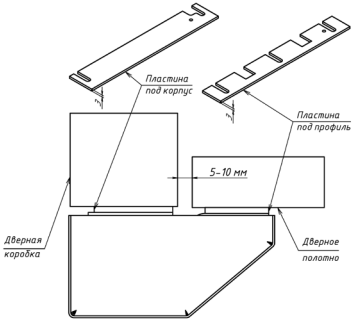

Рисунок 2 – Установка выравнивающих пластин под корпус и якорь
- пластина под профиль (рисунок 2) ..... -1 шт.
- пластина под корпус (рисунок 2) ..... -1 шт.
- саморез 5,5х32 (1) ..... -5 шт.
- винт М6х16 (2) ..... -1 шт.
- винт М3х4 (3) ..... -4 шт.
- гайка М4 (4) ..... -4 шт.
- шайба 4 65Г (5) ..... -4 шт.
- шайба 4 (6) ..... -4 шт.
- шайба 6 (7) ..... -3 шт.
5.4 Закрепить корпус замка на коробке двери саморезами (1). Закрепить Z-профиль на створке двери саморезами (1). Закрепить на Z-профиле якорь с пружиной винтом (2). Для совмещения рабочих поверхностей корпуса и якоря могут быть использованы выравнивающие пластины (рисунок 2). После регулировки правильного положения замка затянуть крепежные саморезы.